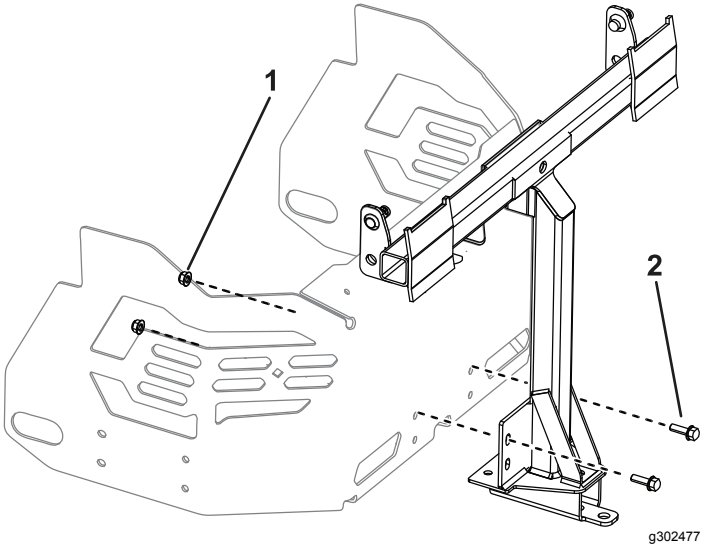

Figur 15
4. Monter løst drejerammen på maskinstellet vha. 2 bolte (5/16" x 1") og 2 låsemøtrikker (5/16") som vist i Figur 15.
6. Tilspænd de 2 bolte (5/16" x 1") og 2 låsemøtrikker (5/16") som vist i Figur 15.